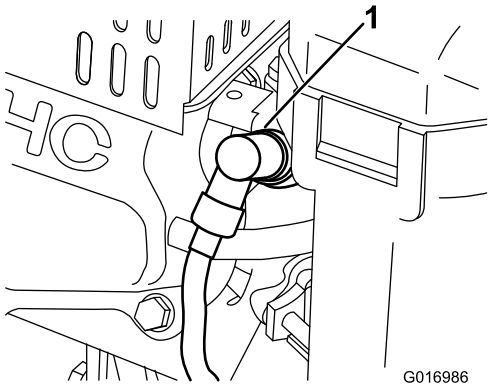

Rysunek 26
1. Wyciągnij moduł przewodu ze świecy zapłonowej (Rysunek 26).